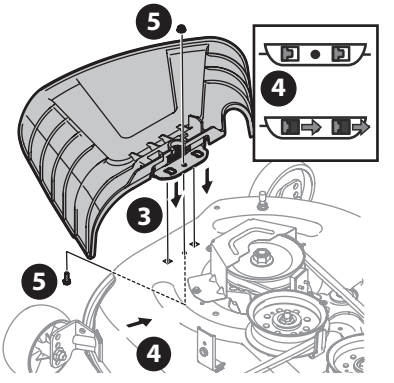

Fig. 9
3. Place the chute deflector on the deck, be sure to insert the tabs on the chute deflector into the holes on the deck (Fig. 9 on page 10).
4. Slide the chute deflector toward the rear of the tractor until the bolt hole in the chute deflector aligns with the hole in the deck (Fig. 9).